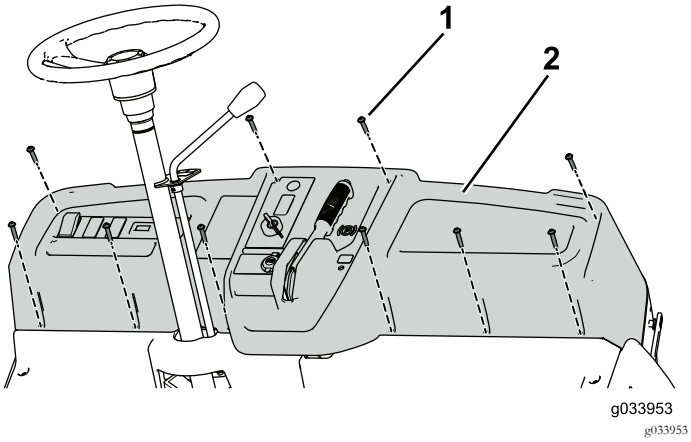

Figur 32
9. Bruk de ti skruene (1/4 x 1-1/4 tomme) til å feste instrumentpanelet til maskinen (Figur 32).